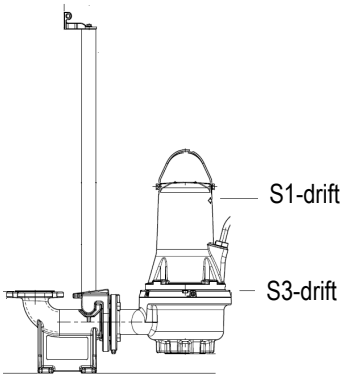

Fig. 2 Stoppnivåer
- **För S1-drift** (kontinuerlig drift) måste pumpen alltid vara täckt av den pumpade vätskan till motorns överkant. Se fig. 2.
- **För S3-drift** (periodisk drift): Pumpen ska alltid täckas av pumpvätskan upp till pumphusets övre del. Se fig. 2 (endast för inte explosionssäkra versioner).